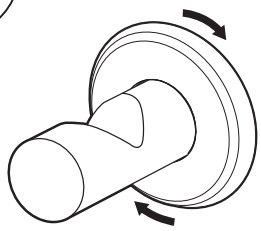

Fig. 6
- Utilisez les vis fournies pour fixer le crochet du sac en position, puis prenez le cache frontal et vissez-la sur la plaque de montage pour couvrir les vis de montage. **Fig. 6**